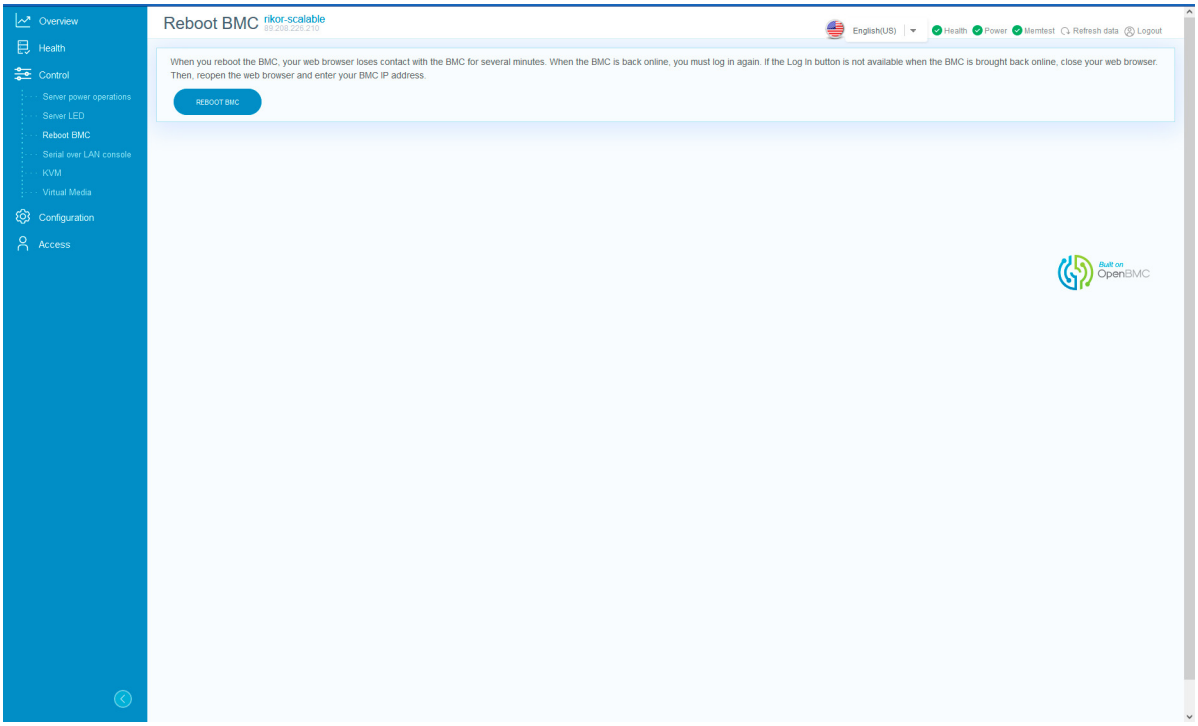

Рис. 84. Окно «Reboot BMC»
4) Пройдите во вкладку «Control» → «Reboot BMC» в данной вкладке осуществляется презагрузка BMC. Нажмите на кнопку «Reboot BMC» для перезагрузки BMC. Окно показано на рис. 84 Окно «Reboot BMC»